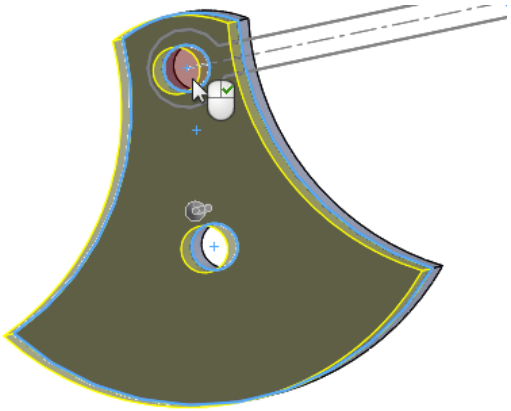

Figure 2-36 *Hole of the crank to be selected*
8. Expand the **Selected Contours** rollout in this PropertyManager. Move the cursor toward the upper hole of the **Crank** and then select it when it highlights in a different color, as shown in Figure 2-36.